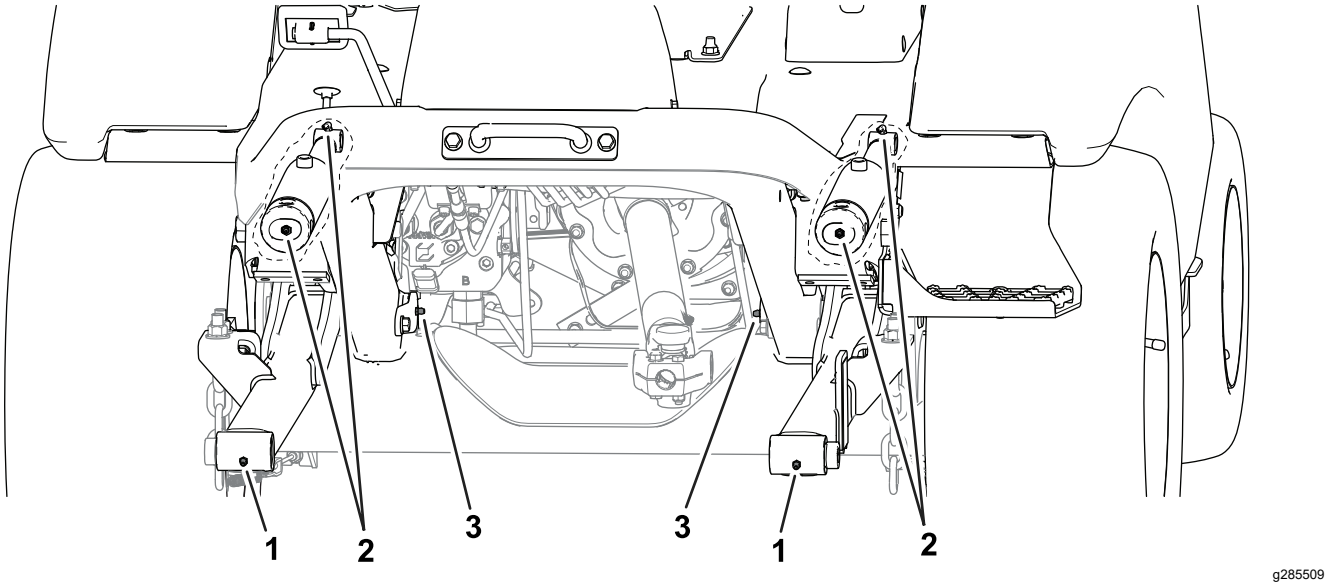

Figuur 48
- **Voorzijde van de machine** (Figuur 48):
- Scharnierbussen van werktuig (2)
- Lagerbussen van hefcilinder (2)
- Draaipennen van hefarm (2)